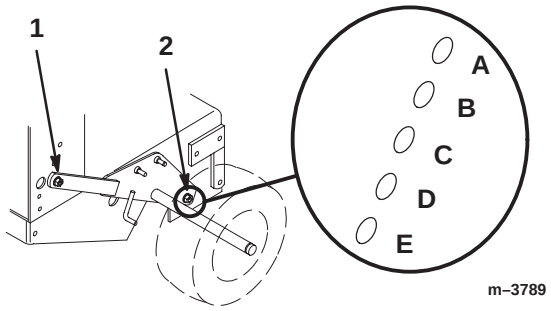

Figure 17
3. Loosen, but do not remove, the 2 axle pivot bolts and the 2 axle adjustment bolts (Fig. 17).
4. Place a jack under the rear center of the engine frame. Raise the back end of the engine frame up enough to remove the front 2 axle adjustment bolts (Fig. 17).
5. Raise or lower the engine frame with the jack so that you can install the front 2 axle adjustment bolts in the desired hole location (Fig. 17).